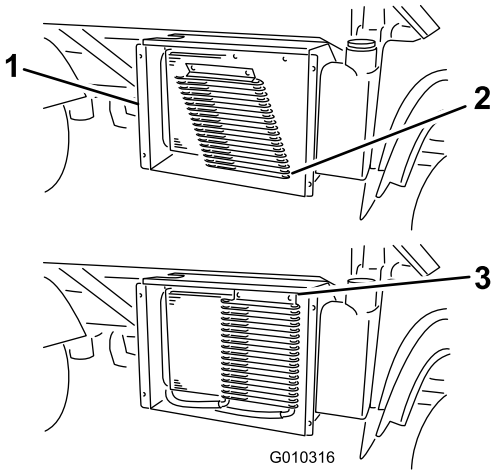

Figur 59
3. Roter låsen og drej oliekøleren væk fra køleren (Figur 59), hvis det er monteret således.